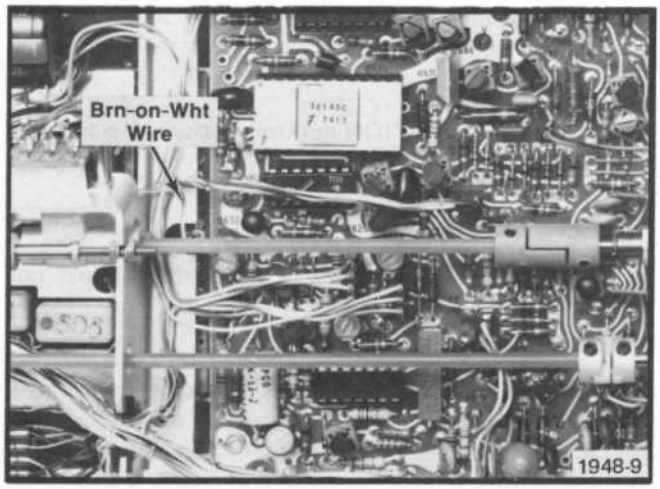

Fig. 5-6. Partial view of Output board showing the V_c input wire and the V_c output pin connector location.
e. Disconnect the 7A13 brown-on-white wire located on the Output board (see Fig. 5-6). This wire disconnects the V_C supply located on the Output board from the V_C input circuit on the Attenuator board but does not disconnect the V_C supply from the V_C OUT 0-10 V jack.